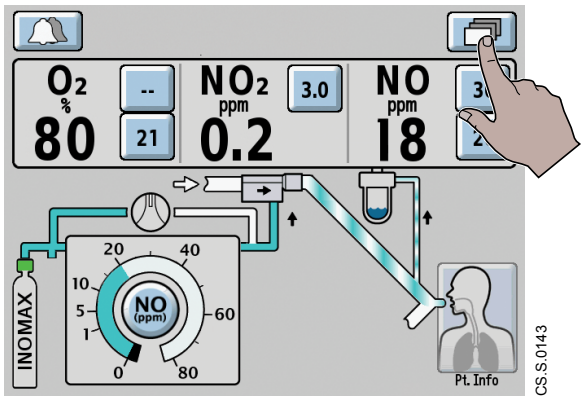

Figure 5-1 Selecting the Menu button on the Main screen
To access the calibration menu, select the **Menu button** on the **Main screen** (Figure 5-1).
1. Select the **Menu button** on the **Main screen** (see Figure 5-1).